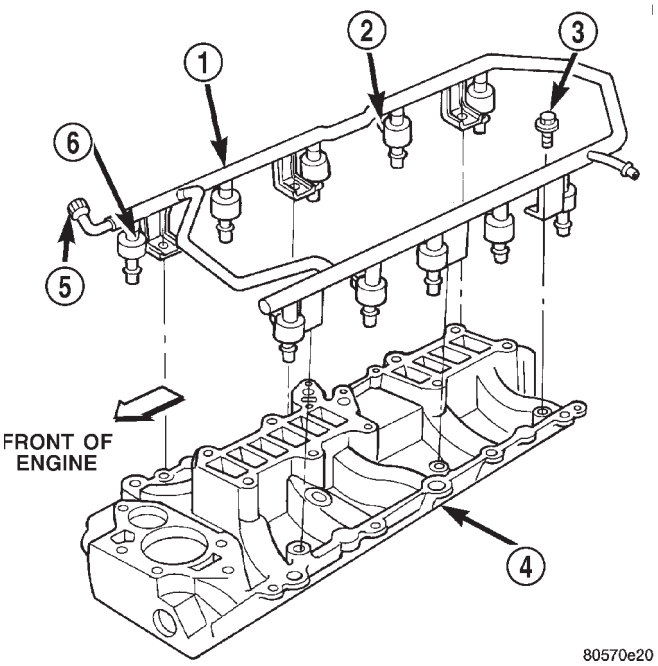

Fig. 31 Fuel Rail Mounting Bolts—8.0L V-10 Engine—Typical
(9) Remove the six fuel rail mounting bolts from the lower half of intake manifold (Fig. 31).
NOTE: The fuel injector electrical connectors on all 10 injectors should be facing to the right (passenger) side of the vehicle (Fig. 31).